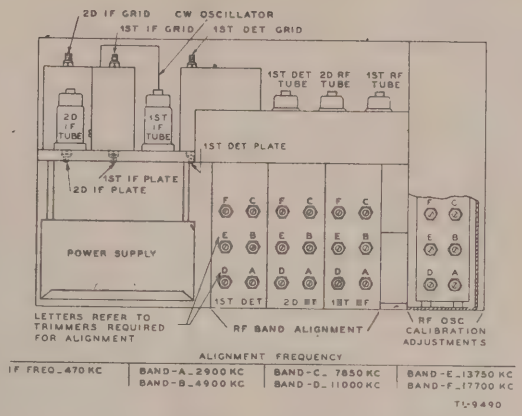

Fig. 6.—Location of adjusting trimmers, and aligning frequencies.
1. Remove the plugs on back of the oscillator (see fig. 6), and loosen all the r-f oscillator locknuts.
4. Using the alignment frequencies of figure 6, adjust the trimmers for each band for peak output in sequence from the 1st detector stage to the 1st r-f stage. Use lowest signal generator output possible. When working on trimmers of one band, do not touch trimmers of other bands. Be sure to change BAND CHANGE switch, signal generator frequency, and receiver tuning dial band when changing from one band to the next.